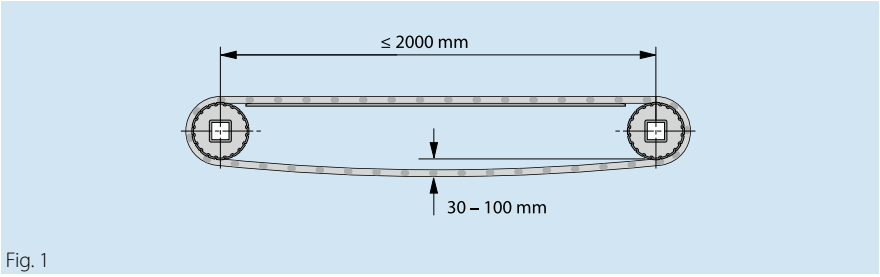

Fig. 1
a) transportador corto (fig. 1)